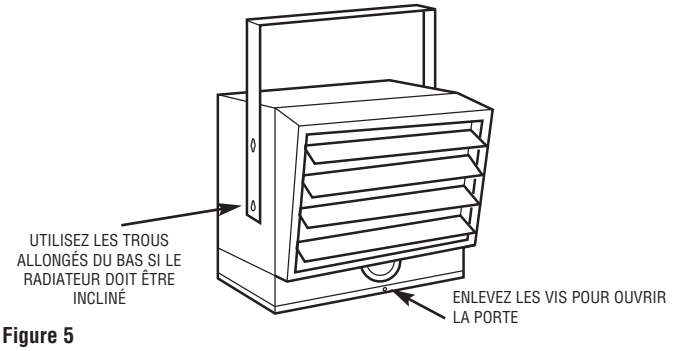

Figure 5
3. Soulevez le radiateur à l'intérieur de la cornière de montage. Alignez les vis de chaque côté du radiateur avec les trous allongés dans la cornière. Si le radiateur doit être incliné, il faut le positionner dans les trous allongés les plus bas (voir la Figure 5). Serrez les vis de cornière de façon à ce que l'appareil soit correctement suspendu dans la position voulue.
1. Pour raccorder l'alimentation du radiateur, ôtez simplement la vis de son devant. Cela permet au bas sur charnière de s'ouvrir, en donnant accès au câblage électrique et aux connecteurs (Voir la Figure 5).